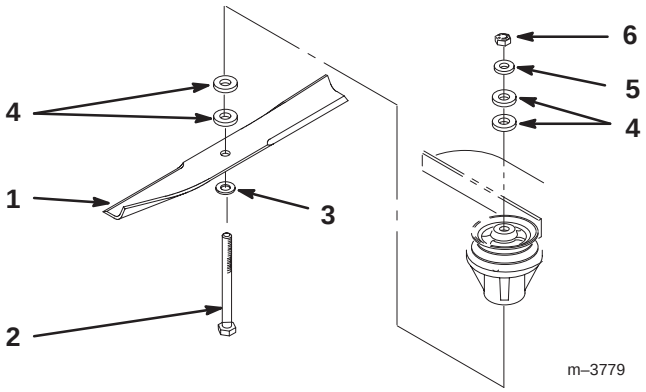

Figure 22
2. Remove the nut, blade bolt, cone washer, blade, spacers, and thin washer from the spindle (Fig. 22).
1. Place the blade onto the bolt and over the cone washer. Select the proper number of spacers for the height-of-cut, and slide the bolt into the spindle (Fig. 22).
2. Install the remaining spacers and secure them with a thin washer and a nut (Fig. 22).